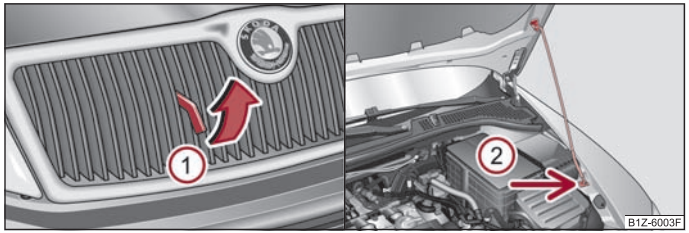

Fig. 13 Calandre: Levier de déverrouillage/verrouillage du capot-moteur avec béquille de capot-moteur
– Tirer sur le levier de déverrouillage dans le sens de la flèche (1) ⇒ fig. 13, le capot-moteur se déverrouille.
– Sortir la béquille de capot-moteur de son support et l'insérer dans l'ouverture prévue à cet effet (2).